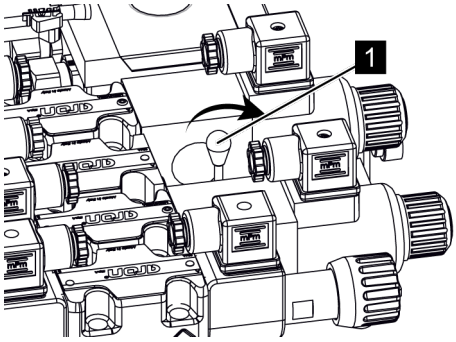
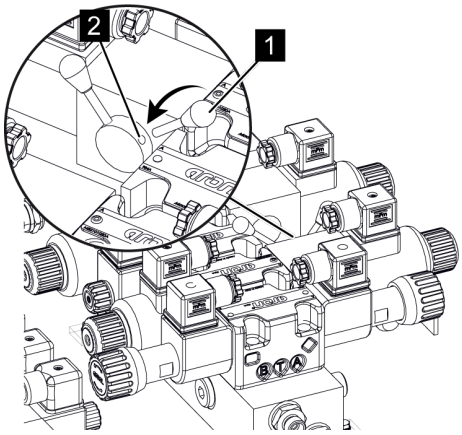

Fig. 92: Adjusting outrigger and platform functions
Fig. 93: Screw in the emergency hand activator
4. *Using the lever (*Fig. 92*/1), turn the 'outrigger and platform' valve to the right to the outrigger and platform function (*Fig. 93*/1).*
5. *Screw the emergency hand lever (*Fig. 93*/1) into the 'outrigger and platform' (*Fig. 93*/2) valve so that it is locked on outrigger and platform function.*